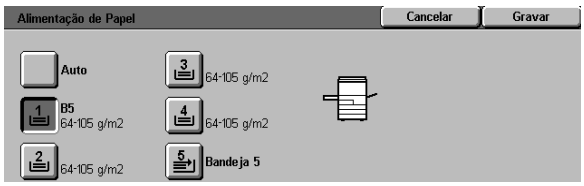

Figura 22: Ecrã Alimentação de Papel
- Prima a tecla **Mais...** para visualizar o ecrã Alimentação de Papel, ilustrado na Figura 22, com as cinco opções de bandejas de papel.